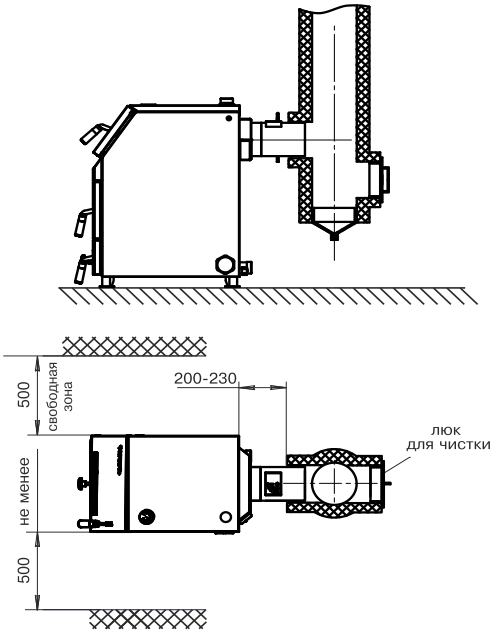

Рис.2 Схема установки котла
6.1.11. Расположение котла в помещении с учетом необходимого для обслуживания пространства показано на (рис. 2).